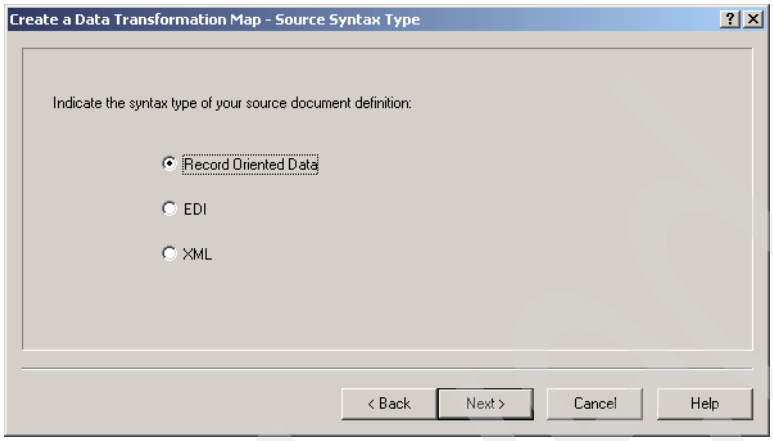

Figure 15-19 Indicate syntax type
8. The syntax type of our source document is ROD. Select **Record Oriented Data** (Figure 15-19).